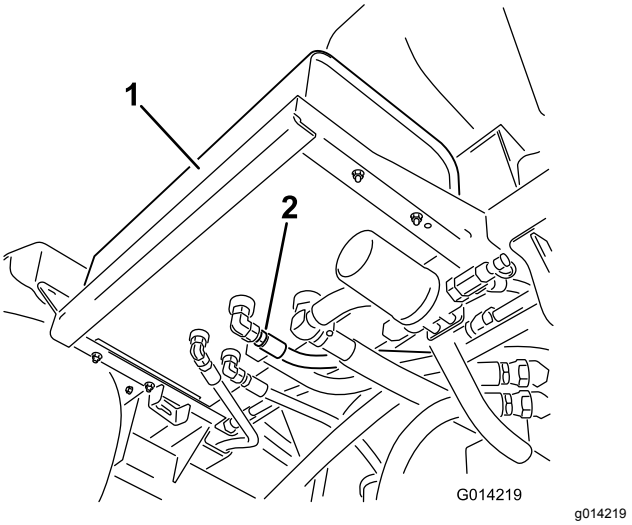

Figur 93
2. Rengör området kring hydraulslangskopplingen på hydraulvätsketankens undersida (Figur 93).
4. Ta bort slangnippeln från tanken och låt vätskan rinna ned i kärlet (Figur 93).